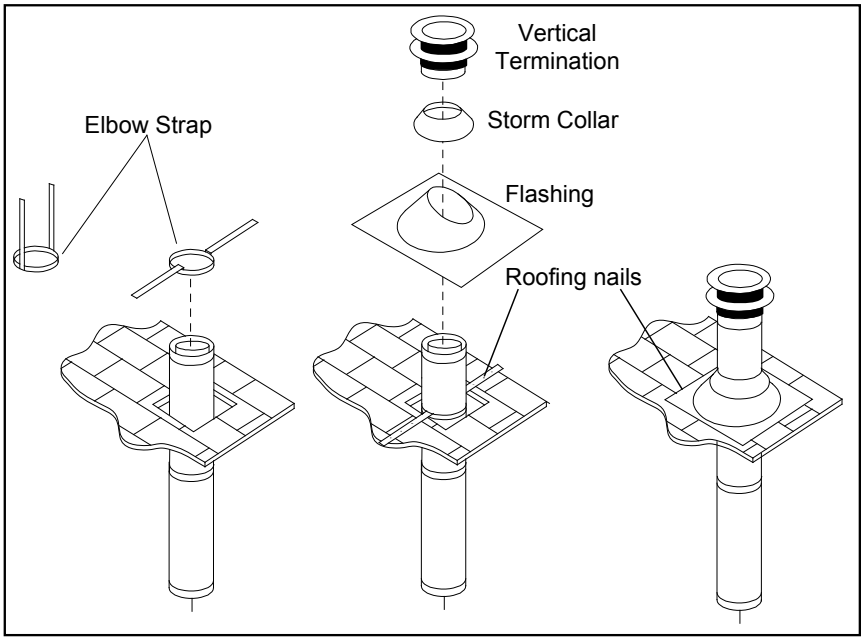

Figure 42. Vertical Vent Termination
STEP 6. Once the pipe sections have been joined, and run up through the hole in the roof, slip an elbow strap over the exposed sections, bend the support straps outwards, and push the elbow strap down to the roof level, as shown in Figure 42. Tighten the clamp around the pipe section. Use a level to make sure the pipe is truly vertical. With roofing nails, secure the support straps to the roof. Seal the nails holes heads with non-hardening mastic. Trim the excess length of the support straps that extend out beyond the edge of the flashing.